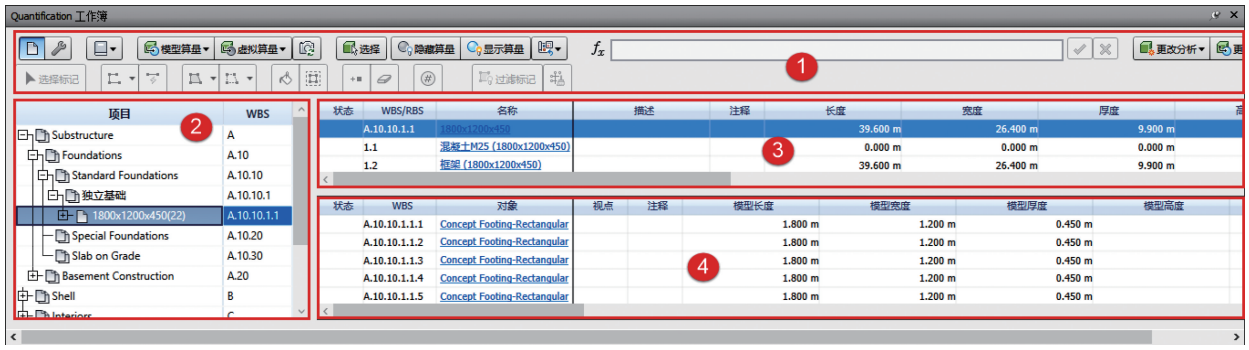

图　11-2
【Quantification 工作簿】是一个可固定的窗口（见图 11-2），是测量与保存材质算量信息的主要工作区。计算出的数据能够分配至模型对象，以生成一项简明的材质模型算量，一旦算量完成，可将结果导出供其他用户使用。【Quantification 工作簿】窗口中包含 1 个工具栏和 3 个窗格。
### 1. 工具栏（图 11-2 中的①号位置）
### 2.【导航】窗格（图 11-2 中的②号位置）
### 3.【汇总】窗格（图 11-2 中的③号位置）
### 4.【算量】窗格（图 11-2 中的④号位置）